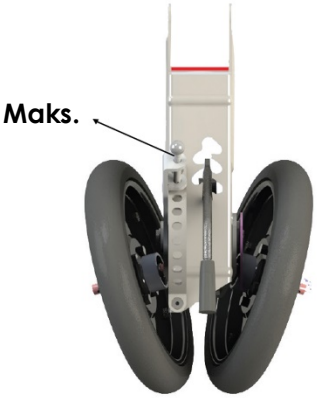

Rysunek 40
- Kiedy koła są ustawione w pozycji pokazanej na rysunku, nagromadzenie gleby na zasianych rzędach jest maksymalne. (Rysunek 40)